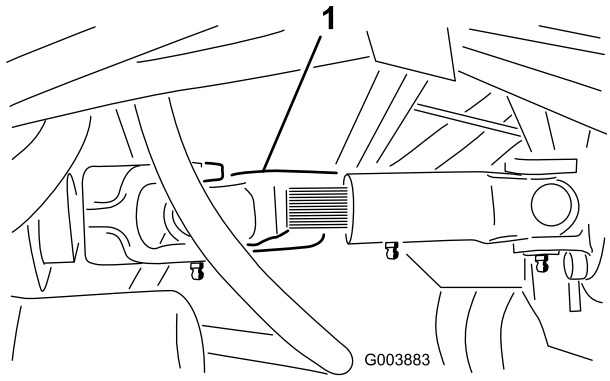

Figur 35
2. Lossa de bultar som håller fast drivaxeln på transmissionen (Figur 35).
6. Montera drivaxeln i enlighet med anvisningarna i Figur 35 när maskinen har bogserats färdigt. Räfflorna har konstruerats så att det enbart ska gå att sätta ihop dem när de två halva axlarna är rätt inriktade.